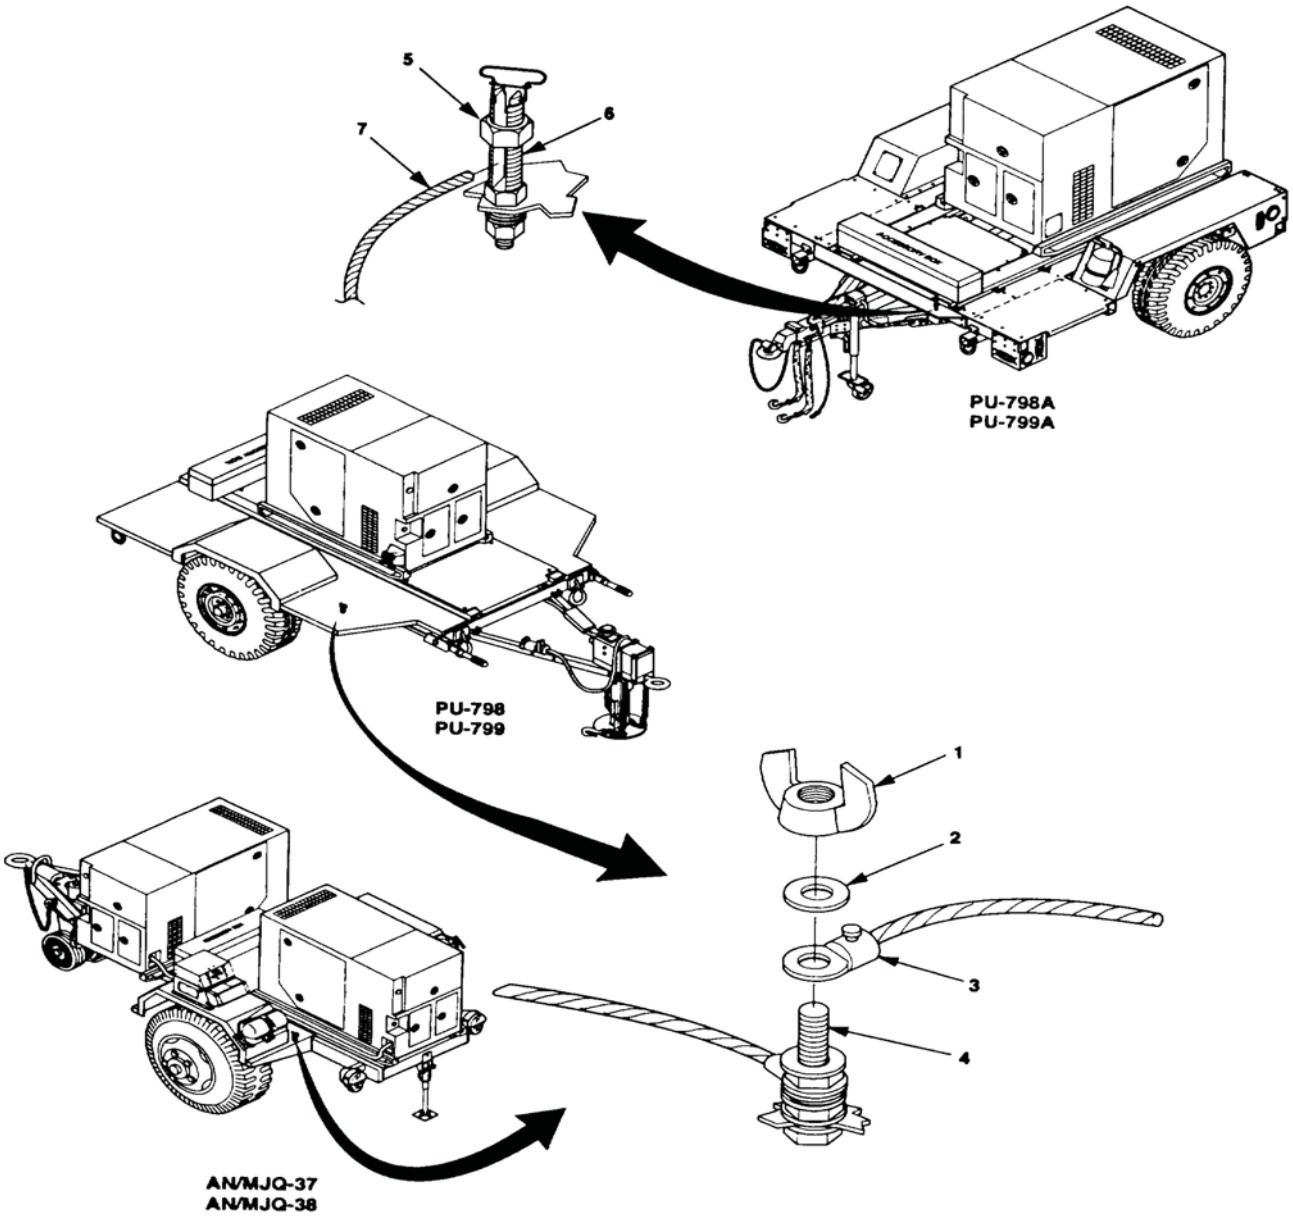

Figure 4. Power Plant and Power Unit Ground Connections.
b. Remove and retain wing nut (Figure 4, Item 1) and flat washer (2) from trailer ground stud (4) and install ground cable terminal lug (3) to ground stud (4).
c. Install flat washer (2) on ground stud (4).
d. Install wing nut (1) on the ground stud (4) and tighten.
e. Loosen nut (5) on LIGHT TACTICAL trailer ground terminal (6).
f. Insert wire (7) through slot of ground terminal (6) and tighten nut (5).